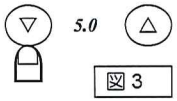

図 3
2. ▽ キーを点滅状態時に押し設定温度を 5.0℃に設定します。 図 3